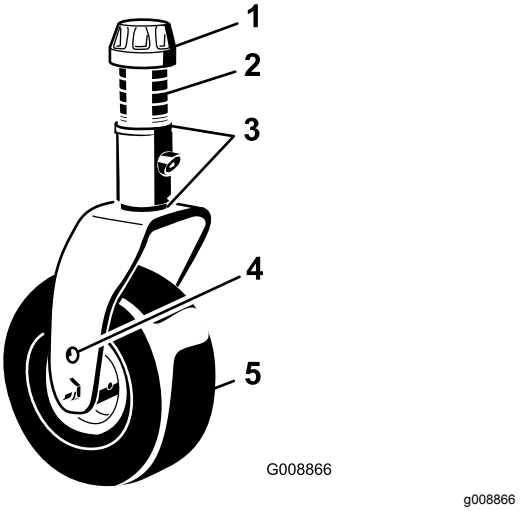

Figur 20
5. Ta bort spännlocket från spindelaxeln och skjut ut spindeln ur svänghjulsarmen (Figur 20).